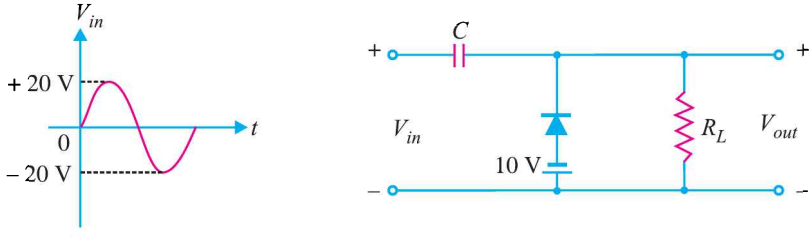

Fig. 18.69
4. Sketch the wave shape of clamped output in Fig. 18.69.